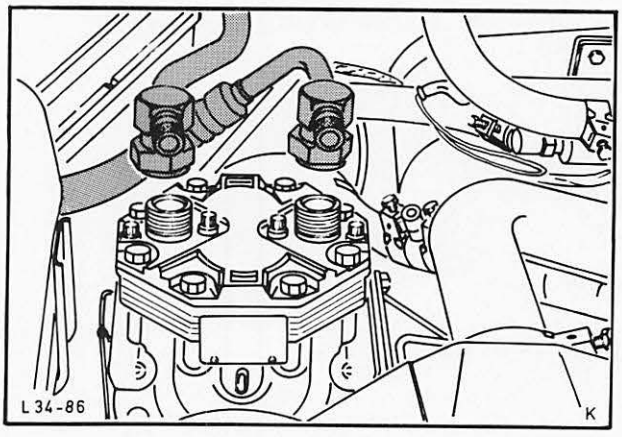

Abb. 55 Druck- und Saugschlauch am Kompressor befestigen
13. Kabel für elektromagnetische Kompressorkupplung anschließen, Druck- und Saugschlauch befestigen, Abb. 55. Neue O-Ringe verwenden. Diese vorher mit Kältemittel-Öl benetzen.